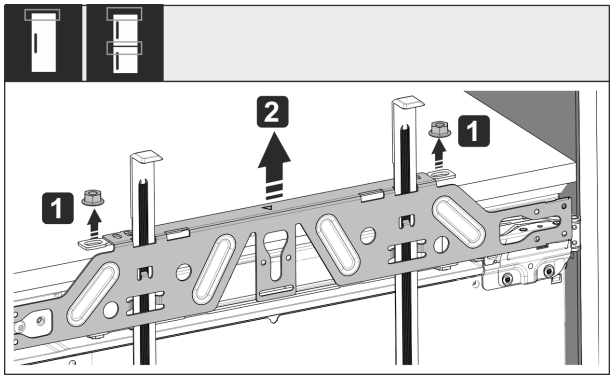

*Fig. 58*
▶ 松开锁紧螺母 *Fig. 58 (1)*。
▶ 取下安装横梁 *Fig. 58 (2)*。